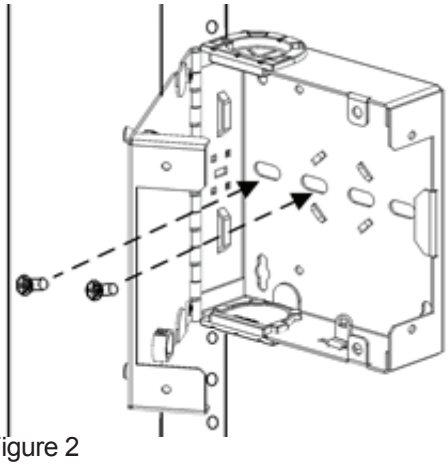

Figure 2
4) Using provided #8 screws and washers provided in the mounting bracket kit, secure enclosure base to bracket. (Figure 2)